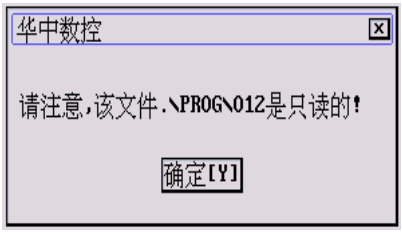

图 5.1.4 提示文件只读
(10)如果被选文件是只读 G 代码文件（可编辑但不能保存，只能另存），将弹出如图 5.1.4 所示对话框；